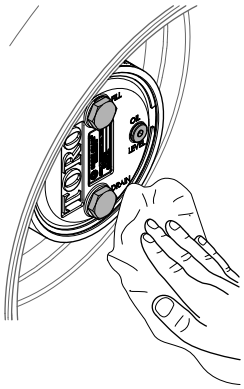

Figuur 104
3. Veeg de planeetwiel- en remkast schoon (Figuur 104).